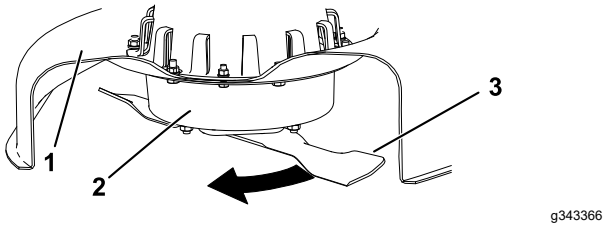

Figur 29
2. Bär tjocka vadderade handskar eller annat lämpligt handskydd och rotera långsamt kniven till ett läge så att du kan mäta avståndet mellan knivseggen och det plana underlag som maskinen står på (Figur 29).